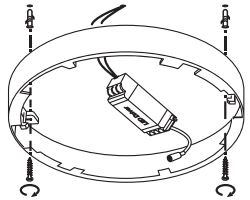

Рис. 3
6. Установите накладное кольцо на поверхность при помощи 2-х отверстий (Рис. 3).